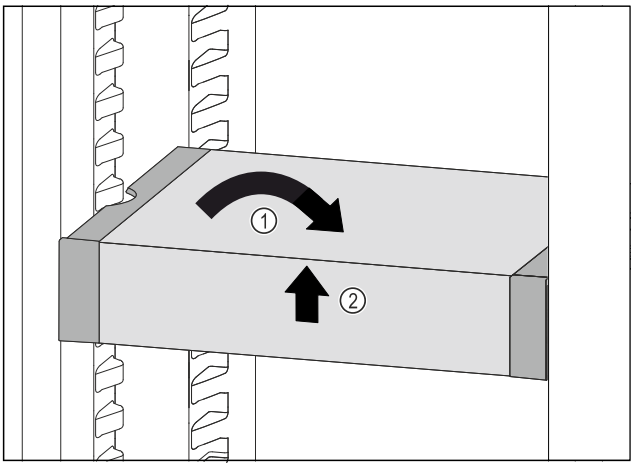

Fig. 102
▶ VarioSafe gerade stellen. *Fig. 102 (1)*
▶ VarioSafe vorne anheben. *Fig. 102 (2)*